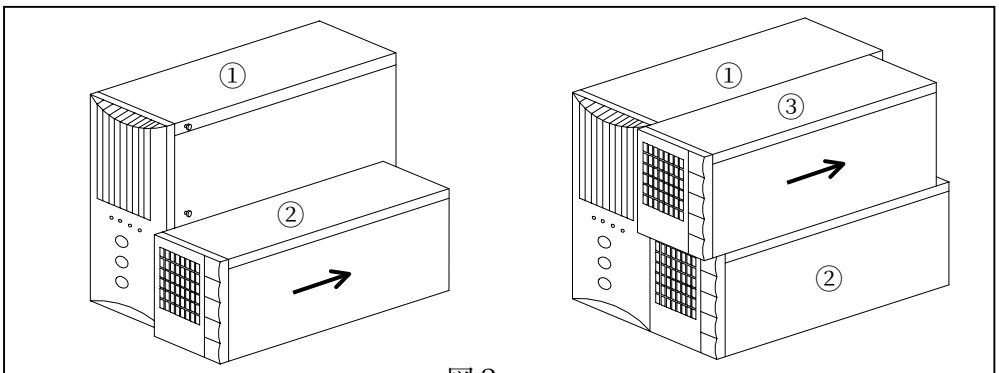

図３
４．ＢＵ②の上部前方にある連結穴（だるま穴）に合わせ差し込み、ＢＵ②を後方にスライドさせます。同様にＢＵ③も設置します。(図３)